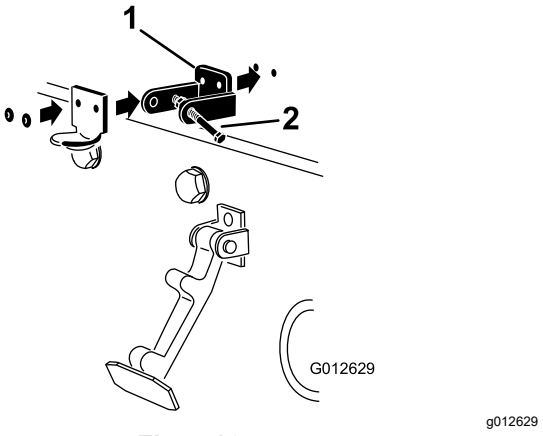

Figur 16
Obs: Låsfästet måste ligga mot motorhuven (Figur 16). Ta inte bort bult- och mutterenheten från låsfästets arm.
5. Nita fast fästena och brickorna på motorhuven (Figur 16).